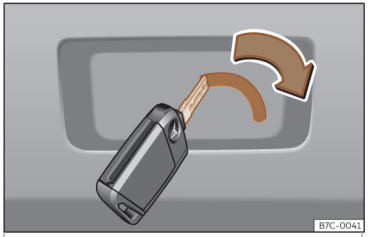

Fig. 82 Detalle del maletero: desbloqueo de emergencia.
- Introduzca el espadín de la llave en la ranura y desplace la llave en el sentido de la flecha hasta que la cerradura se desbloquee »» **fig. 82**.